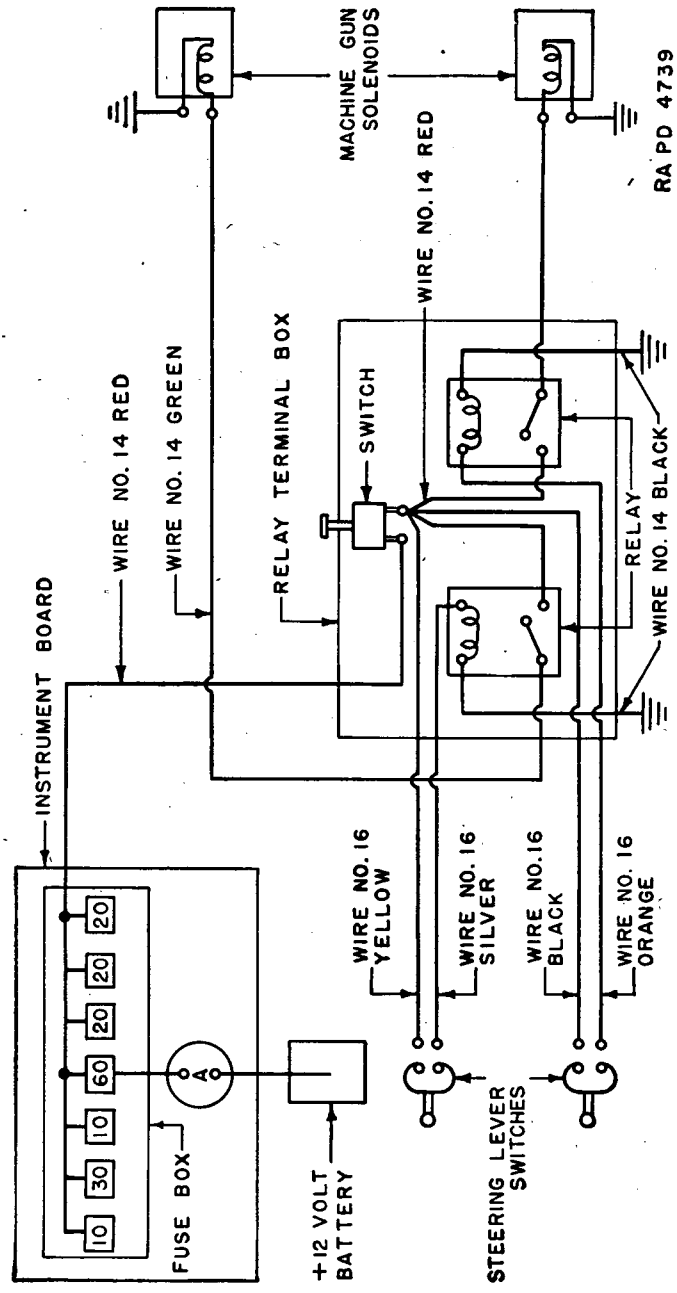

FIGURE 100.—Wiring diagram, sponson machine guns.
j. Steering lever gun firing switch (fig. 100).—(1) *Operation.*—Each steering lever has a lever-operated switch mounted close to the hand grip of the steering lever. When the switch is not in use, the lever operating it may be rotated downward, out of the way of the hand grip of the steering lever. To close a switch, rotate the switch lever to the up position and compress the switch lever against the hand grip of the steering lever. The switch on the left steering lever fires the left sponson machine gun and the right one the right sponson gun.
123. Sponson gun relays.—*a. Operation* (fig. 100).—Two relays are mounted in a box on the hull just below the machine gun in the left sponson. The electrical circuit to the relay is completed when both the push-pull switch on the relay box and the steering lever firing switch are closed. Use the following procedure in replacing a defective relay: